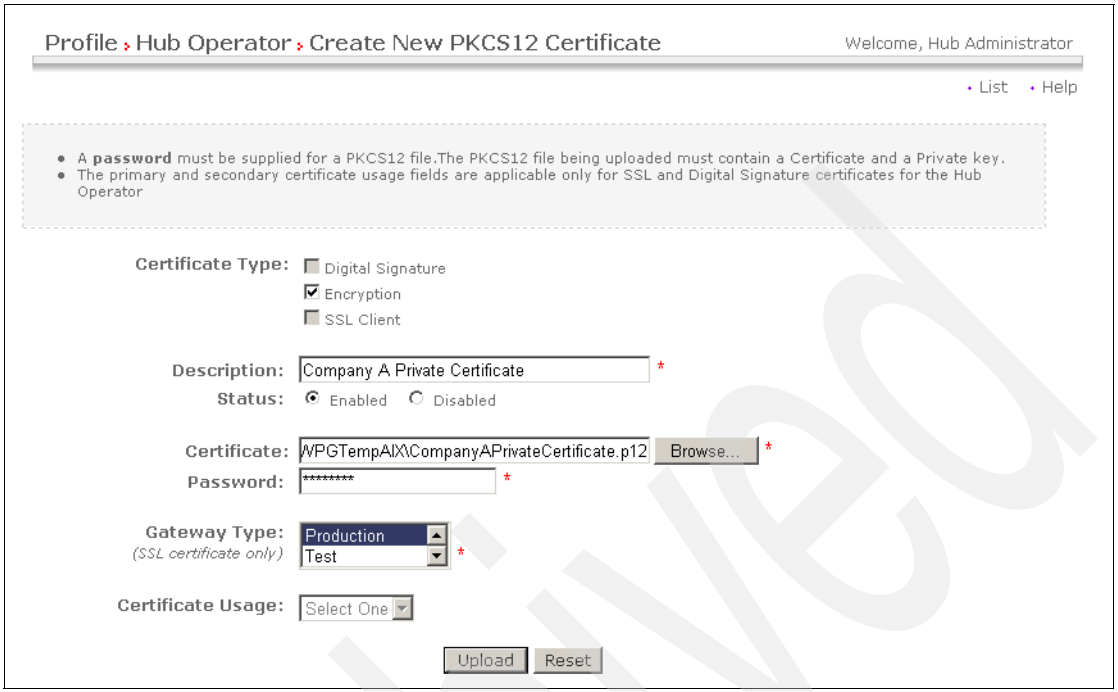

Figure 8-28 Uploading the private key to our own server
4. In the Create New PKCS12 Certificate window (Figure 8-28 on page 232), do these tasks: